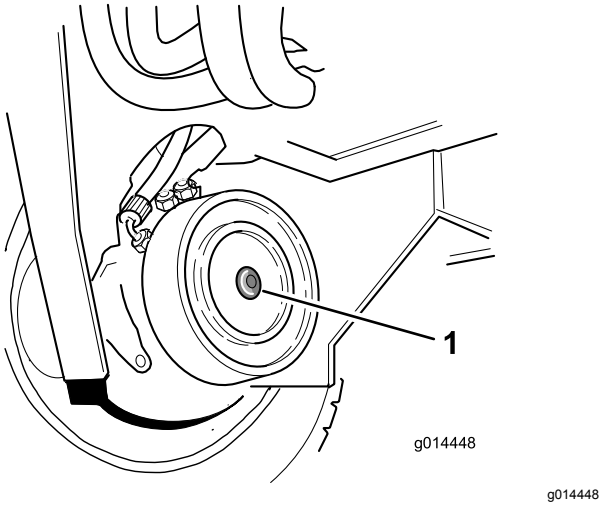

Figuur 35
2. Ga naar de schijfrem van de rechter voorwielmotor en verwijder de zeskantige plug (Figuur 35).